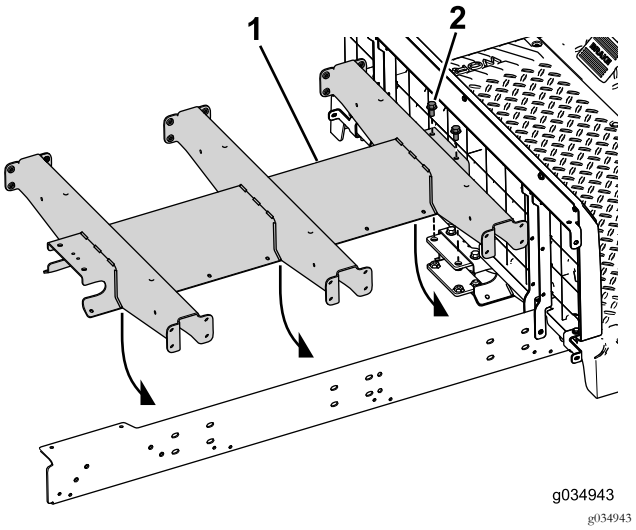

Figuur 72
4. Breng de 2 bouten (3/8 x 3-3/4 inch) en ringen aan in het centrale kanaal en de achterste bevestiging (Figuur 72).